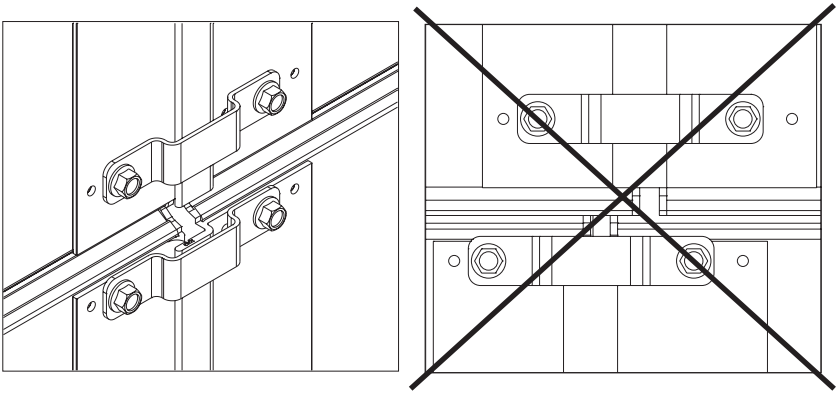

*Рис.33*
- установить промежуточную секцию, совместив плоскости проема нижней и промежуточной секции (рис. 33);